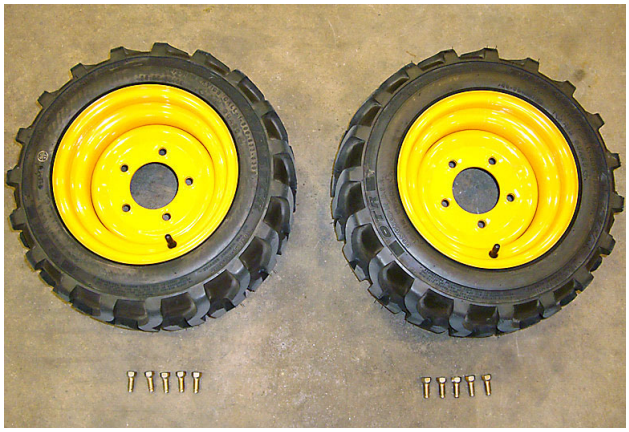

Fig. 7
* Photo **(Fig. 7)** shows the removed front tires.
8. Remove the five (5) 7/16-20 UNF mounting bolts and remove the front tire. (This should be applied to the right and left sides.)